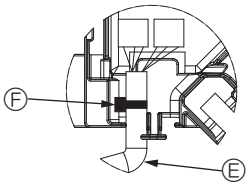

Fig. 10-10
- **Place the band securing the panel vane motor wire in the connector box as shown in the diagram. (Fig. 10-10)**